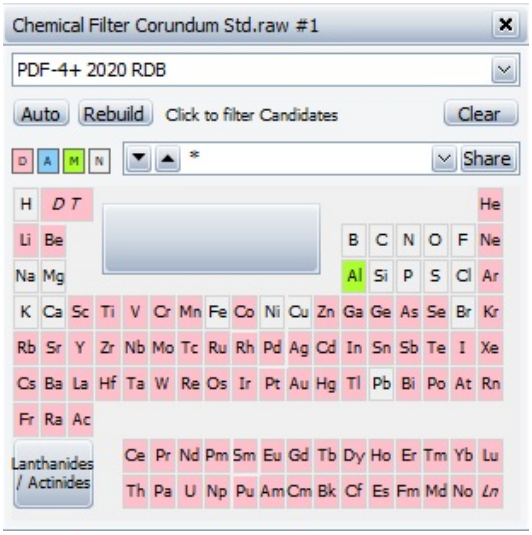

Figure 15. Chemical Filter #2
8. Highlight all elements that are not possible (based on chemical matrix knowledge) in Red by clicking 3 times in the element box. If any elements are mandatory matches for the sample, highlight those elements in Green by clicking twice on the element box. (Example for Corundum) (Figure 15). Note: D=Discard, A=Always Identified, M=Mandatory and N=Not Selected.